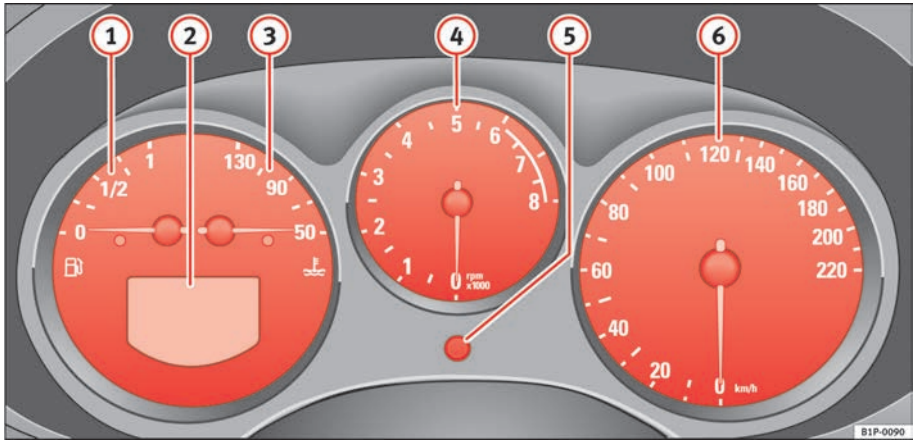

Fig. 33 Detailed view of dash panel instrument panel
The start of the red zone on the dial ⇒ page 56, fig. 33 (4) indicates the maximum engine speed which may be used briefly when the engine is warm and after it has been run in properly. However, it is advisable to change up a into a higher gear, move the selector lever to D or lift your foot off the accelerator before the needle reaches the red zone.
– Turn the setting knob ⇒ page 56, fig. 33 (5) anti-clockwise to the stop to set the hour. If the knob is turned briefly anti-clockwise the clock will advance one hour further.
The right-hand counter registers the short journeys. The last digit indicates steps of 100 metres. The trip recorder counter may be reset by the reset button ⇒ page 56, fig. 33 (5).